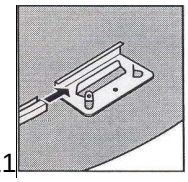
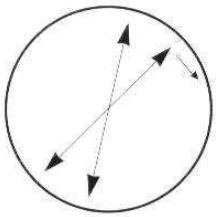

fig. 11
fig. 14
f) Colocar las guías inferiores curvadas azul (PCA) sobre las placas base (T1). Dejar un espacio de unos +/- 9 mm. (fig. 11, 12, 13) entre los extremos de las guías. Comprobar la medida de su piscina con un metro, fig. 14.